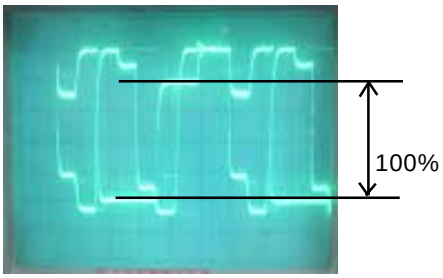

Fig. 2-5
6. Press the VOL. UP/DOWN button on the remote control until the red color level is adjusted to 110 ± 5% of the white level. **(Refer to Fig. 2-5)**